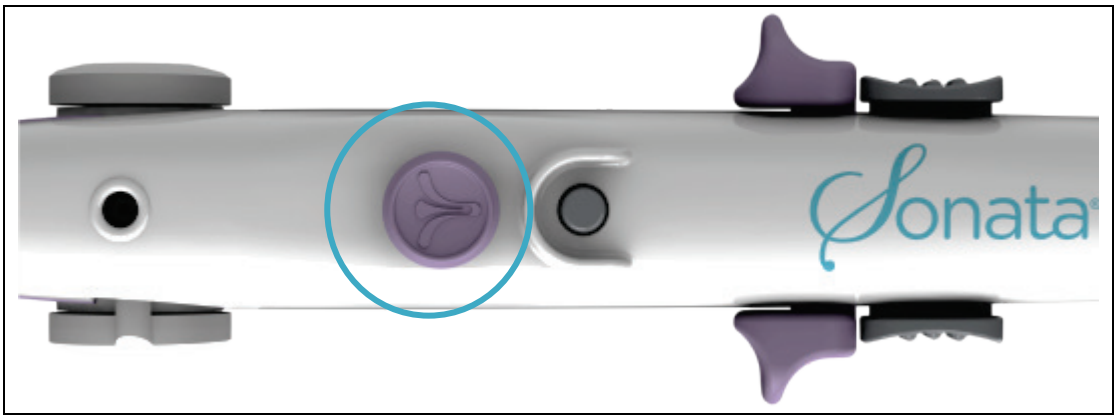

Figure 2-16. SMART Control.
- SMART Control (see Section 2.8.1 and Figure 2-16),
The SMART Control, see Figure 2-16, allows the Operator to adjust the ablation depth and size using the SMART Guide when targeting a fibroid. The Operator moves the SMART Control forward and back to adjust the depth of the SMART Guide. Moving the SMART Control to one side or the other adjusts the size of the SMART Guide, for detailed instructions see 4.4.3. The planned ablation depth and size are displayed on the screen as the Operator adjusts the SMART Control. The SMART Control also functions as a Mouse when the IUUS Probe angle is 0°. The on-screen cursor can be positioned by moving the SMART Control.